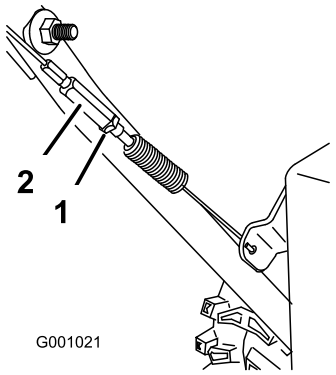

Figur 46
3. Spænd kontramøtrikken (Figur 46).